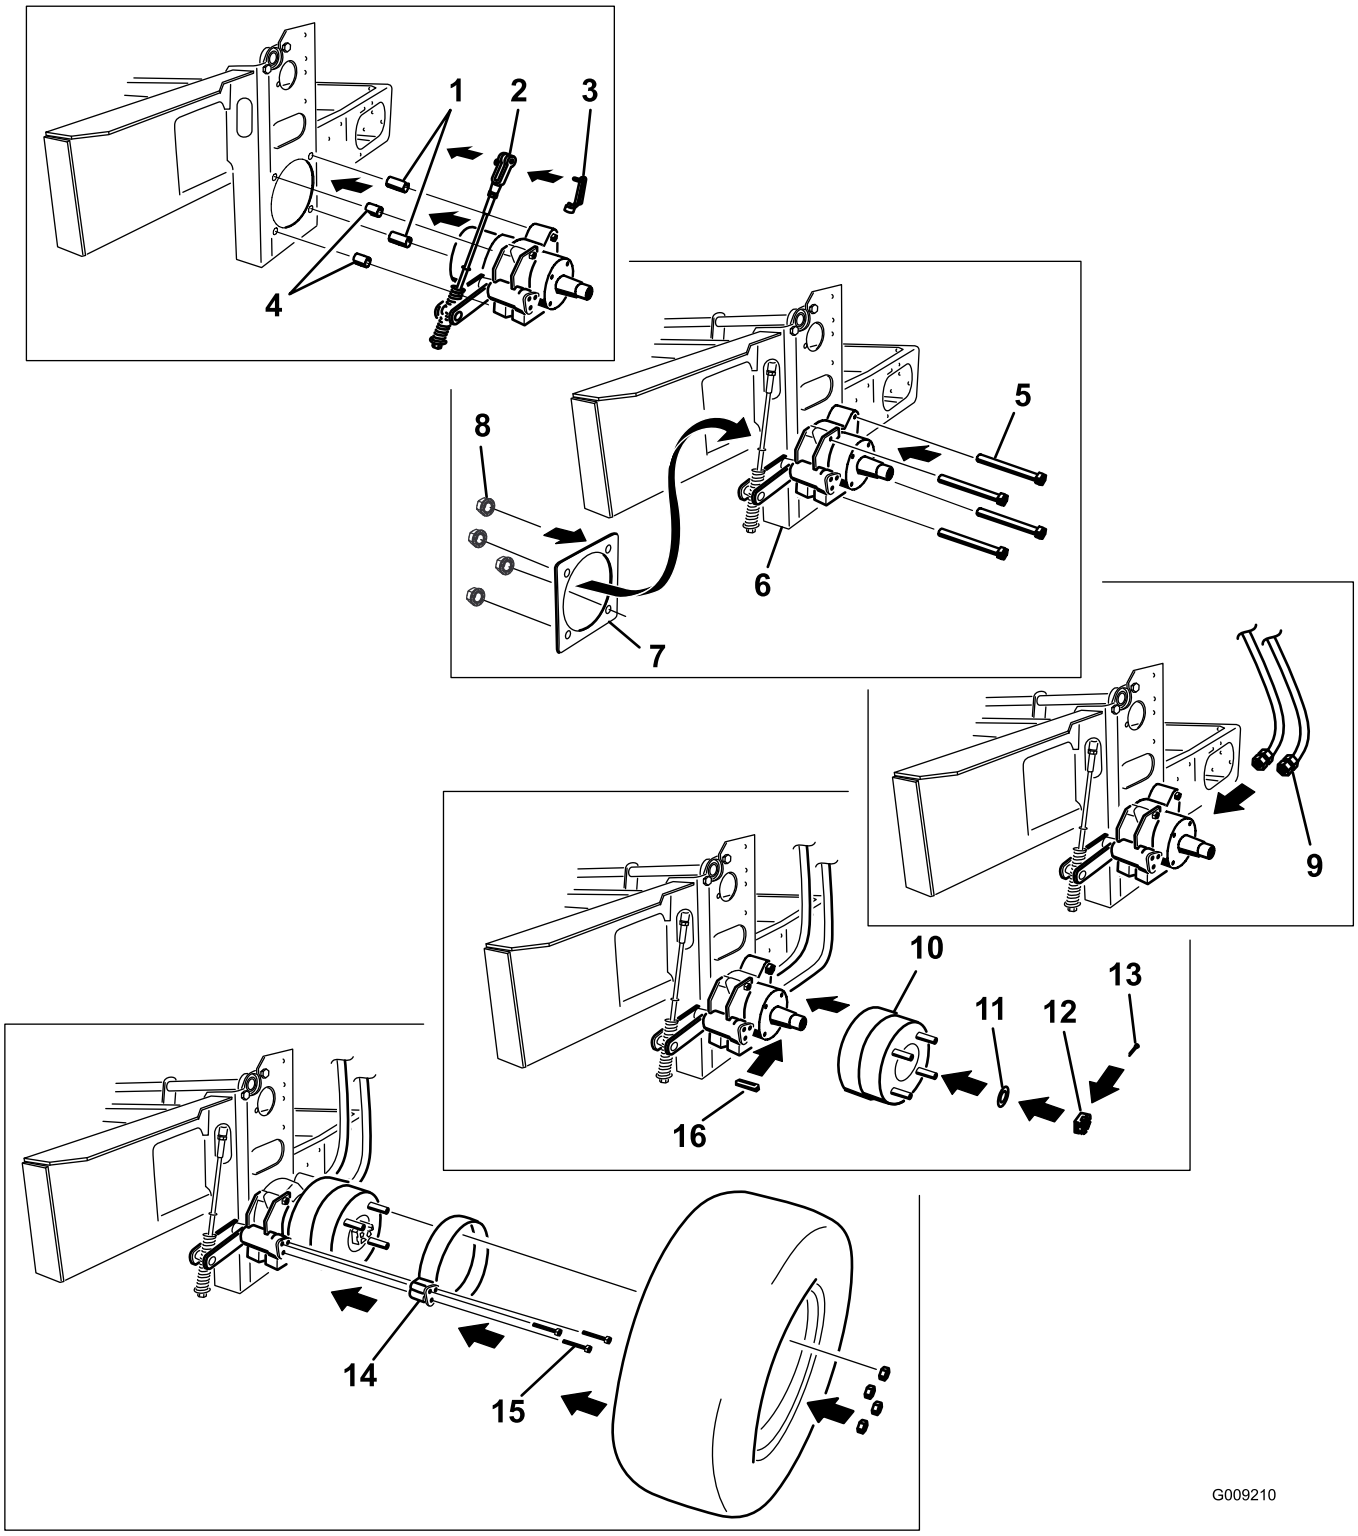

Figure 2
12. Place the small channel plate inside the frame channel (Figure 2).
13. Install the small channel plate, wheel motor, and brake assembly to the frame with the 2 short and long spacers, 4 flanged lock nuts (1/2 inch), and 4 bolts (1/2 x 3-1/2 inches) (Figure 2). Ensure the spacers are installed in the correct position.
15. Connect the hydraulic lines to the wheel motor if removed earlier (Figure 2).
16. Install the wheel hub to the wheel motor with the washer and slotted nut (Figure 2).
21. Replace the cotter pin (Figure 2).